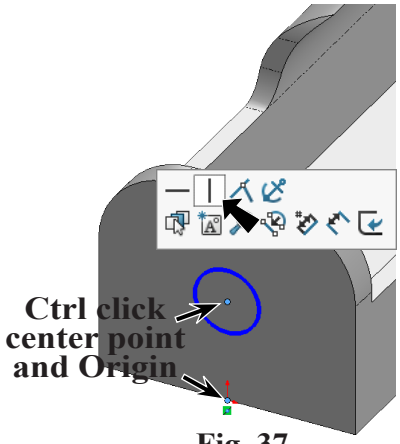

Fig. 37
Step 6. **Ctrl click centerpoint of circle** and **Origin** to select both. Release Ctrl key and click **Make Vertical** on the context toolbar, **Fig. 37**.